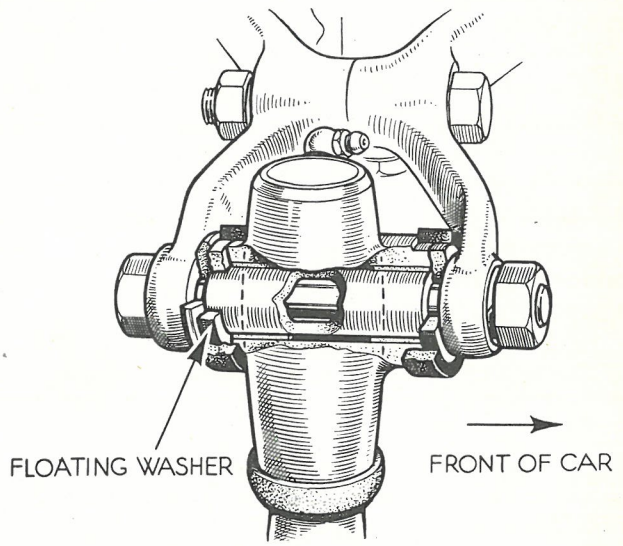

Fig. K.3.
5. Insert the distance tube in the upper swivel link and position the floating washer on the rear side of the link. Replace the two thrust washers and rubber seals and engage the link between the damper arms. Make sure that the distance tube, bearing bushes, floating washer and thrust washers are in their correct positions (see Fig. K.3). Replace the bolt and tighten the spring washer and nut.